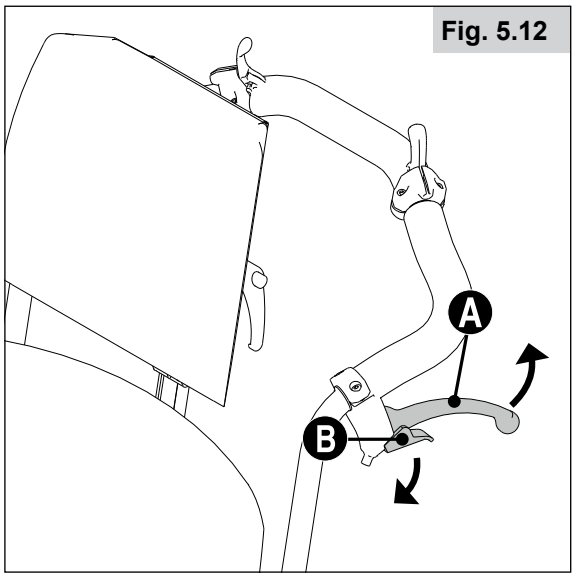

Fig. 5.12
Os travões de tambor permitem a um auxiliar travar convenientemente e em segurança. Também podem ser acionados com a alavanca de bloqueio (B) para evitar o movimento da cadeira. A alavanca ao encaixar corretamente emite um som. Os travões de tambor não são influenciados pela pressão de ar dos pneus (Fig. 5.12).